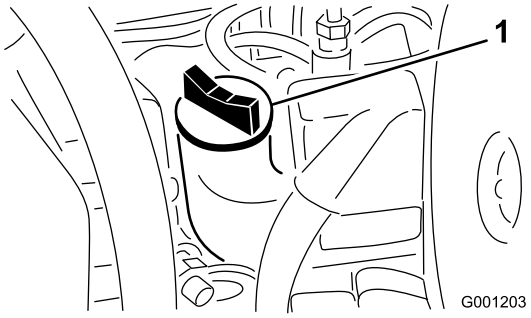

Figur 23
3. Om oljenivån inte når upp till markeringen Full på oljestickan (Figur 23), fyller du på olja tills nivån når upp till markeringen. **Fyll inte på för mycket.**.